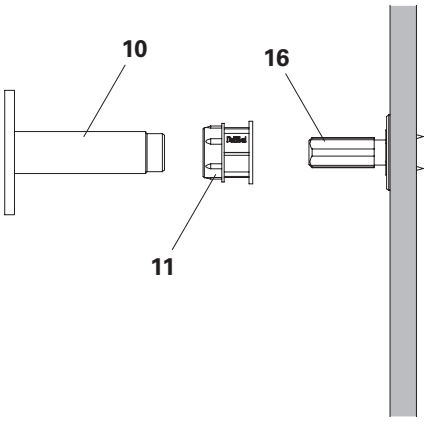

Abb. A6.01
1. Vorlaufscheibe M24 (**16**) auf die Schalung nageln. (Abb. A6.01)
2. Ankerhülse M24 (**10**) mit Distanzstück PP (**11**) auf die Vorlaufscheibe M24 (**16**) schrauben. (Abb. A6.01)